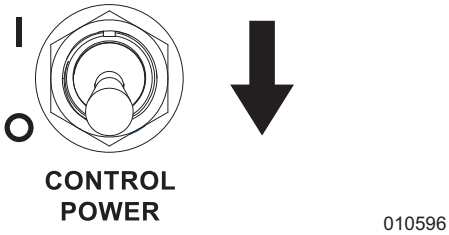

Figure 3-32. Controller Power—OFF (O)
4. See ***Figure 3-32***. Switch controller power switch to OFF (O).